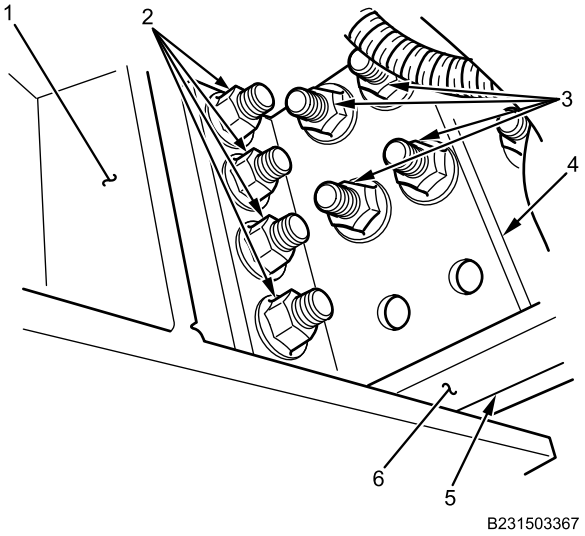

Figure 4. Backside of Rear Frame Crossmember and Left Support.
1. Install rear frame crossmember supports (Figure 4, Item 4) and towing eyes (Figure 4, Item 5) on frame rails (Figure 4, Item 6) with eight bolts and nuts (Figure 4, Item 3). Do not tighten.
2. With assistance, install rear frame crossmember (Figure 4, Item 1) on rear frame crossmember supports (Figure 4, Item 4) with eight bolts and nuts (Figure 4, Item 2). Do not tighten.
3. Align rear frame crossmember (Figure 4, Item 1) and tighten 16 bolts and nuts (Figure 4, Item 2 and 3) securely.